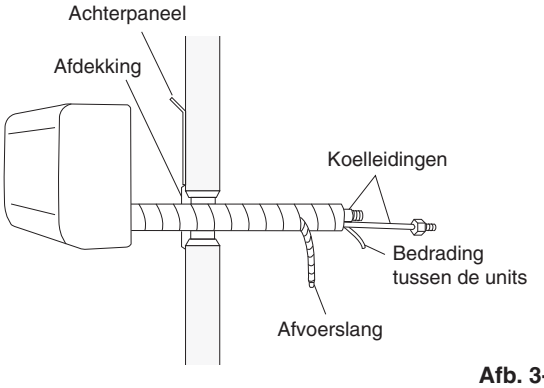

Afb. 3-24
(1) Leg de koelleidingen zo dat deze gemakkelijk in het gat in de wand passen. (Afb. 3-24)